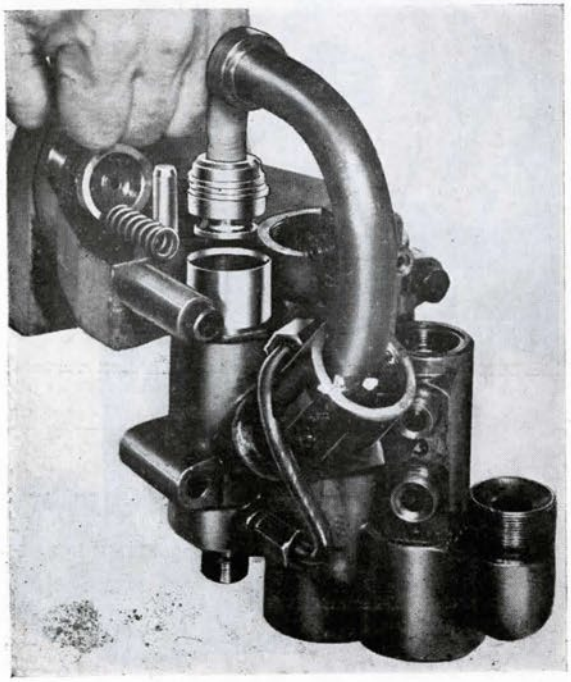

Figure 173
(i) Oil (C), lightly, and push starting valve through bushing down on its seat (Fig 173). **(212)**